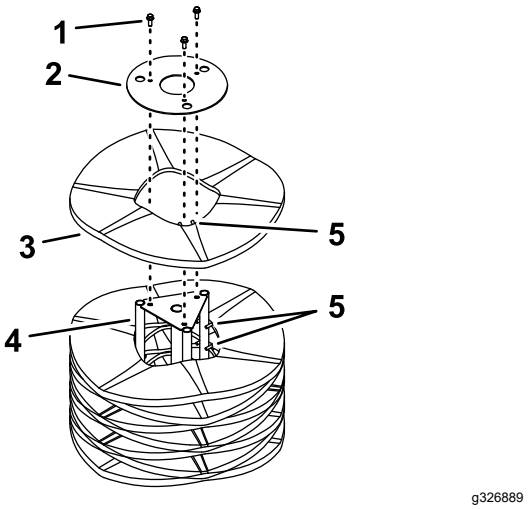

Figure 38
5. Dressez la brosse sur son extrémité de sorte que la plaque de retenue soit orientée vers le haut (Figure 38).
6. Déposez et conservez les fixations de la plaque de retenue d'extrémité (Figure 38).
8. Posez un ou des segments neufs en décalant les doigts d'alignement des anneaux en métal, comme montré à la Figure 38.